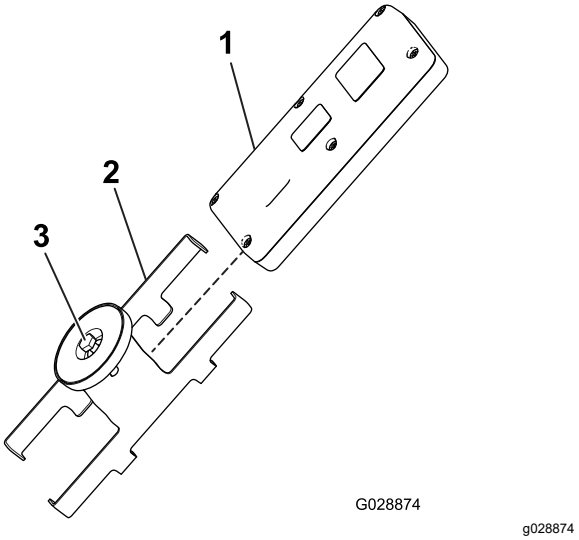

Figuur 21
5. Monteer de afstandsbediening in de magnetische beugel van de afstandsbediening, schuif de helften van de beugel samen en draai de bout in de magneet vast (Figuur 21).